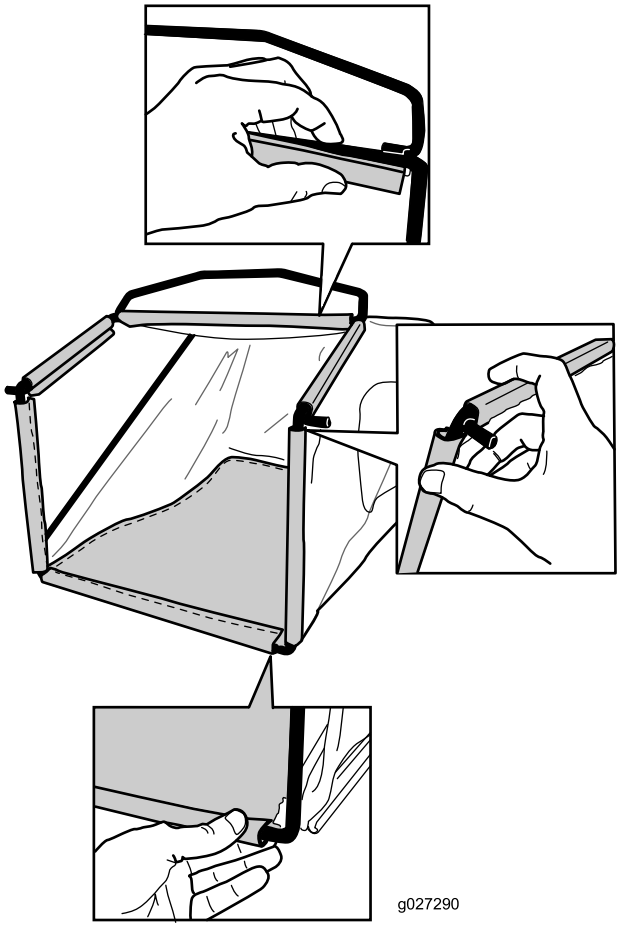

Rysunek 8
2. Zaczep dolny kanał worka na dolną część ramy (Rysunek 8).
3. Zaczep kanały boczne i kanał górny worka odpowiednio na boczne i górne elementy ramy (Rysunek 8).